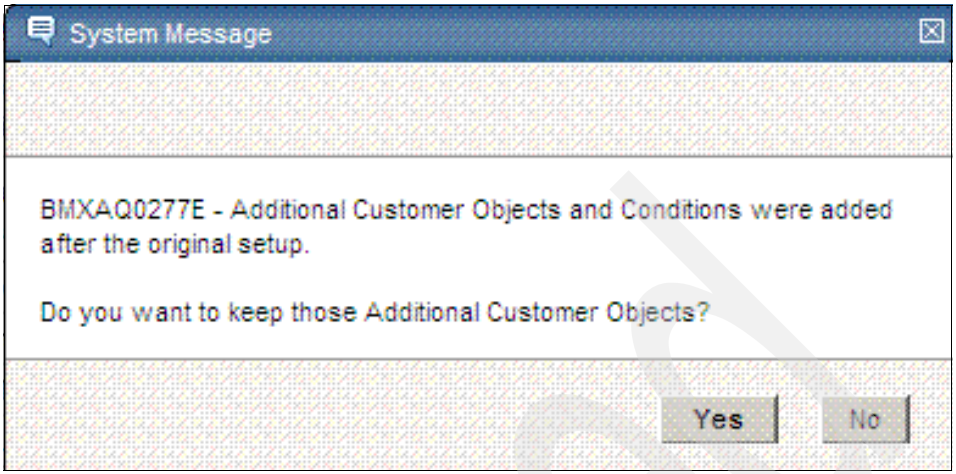

Figure 3-10 System Message
3. If you added any customer objects or restriction conditions, in the message window that is displayed, Figure 3-10 on page 34, click **Yes** to keep those additions, or click **No** to remove them and keep only the default objects and conditions.